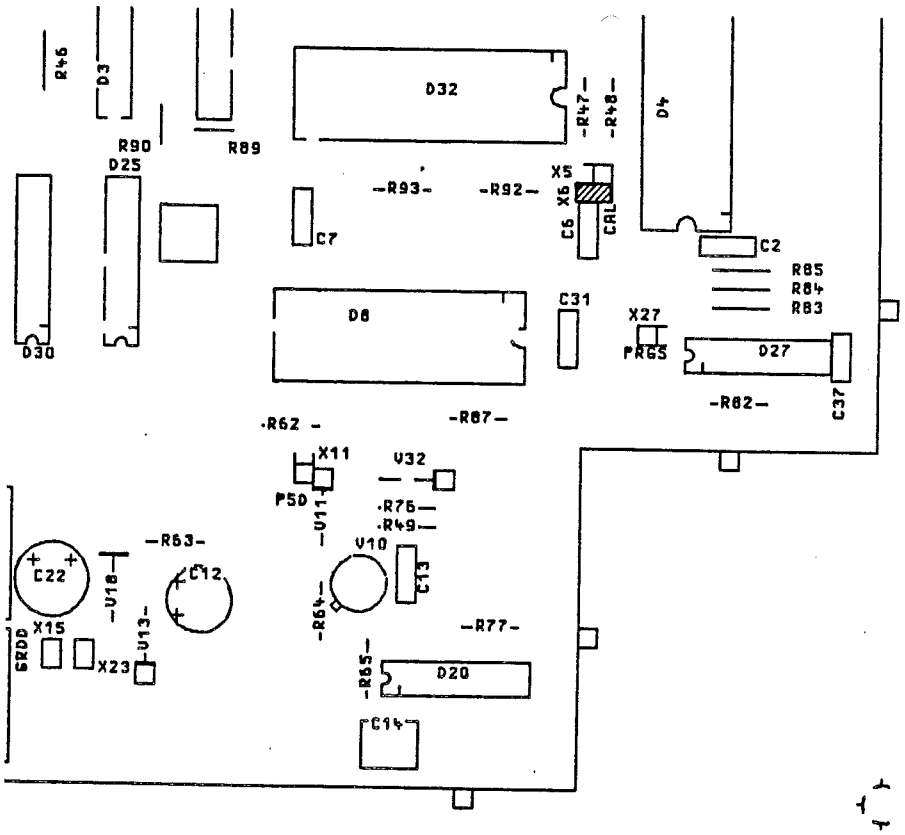

Bild 3-4 Lage des Kurzschluβsteckers im Cal-Mode
3) bei Bedienung über Tastatur ist zuvor Brücke X6 (Rechnerplatte) zu überbrücken (s. Bild 3-4).